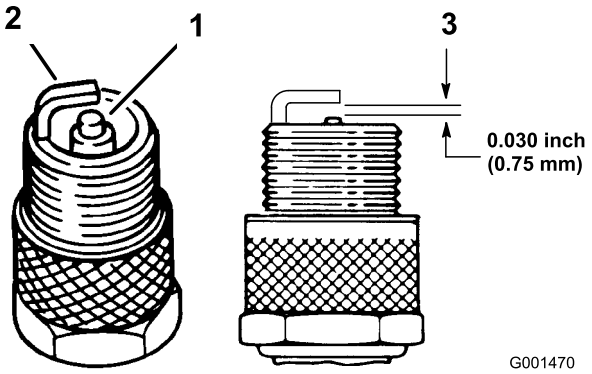

Figur 33
4. Kontrollera att inte sidoelektroden, mittelektroden och mittelektrodsisolatorn är skadade (Figur 33).
5. Kontrollera att luftgapet mellan mitt- och sidoelektroderna är 0,762 mm (Figur 33).